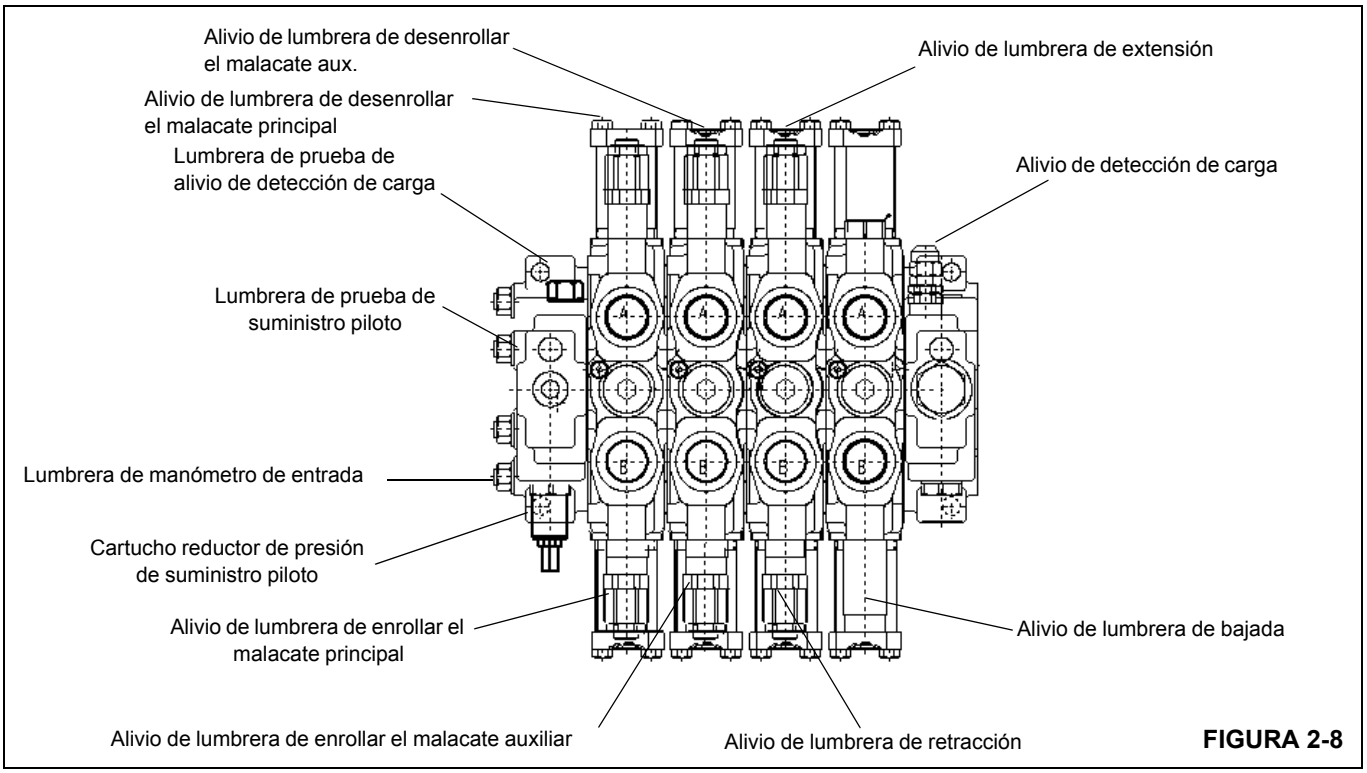

FIGURA 2-8
1. Quite la tapa e instale un manómetro en la lumbrera de manómetro de entrada de válvula de control de sentido principal. (Vea la Figura 2-8.)
4. Retire la tapa e instale el manómetro en la lumbrera de prueba de alivio de detección de carga de la válvula de control de sentido principal. (Vea la Figura 2-8.)
1. Quite la tapa e instale el manómetro en la lumbrera de prueba de suministro piloto según la Figura 2-8.
1. Retire la tapa e instale un manómetro en la lumbrera de prueba de alivio de detección de carga de la válvula de control de sentido principal según la Figura 2-8.